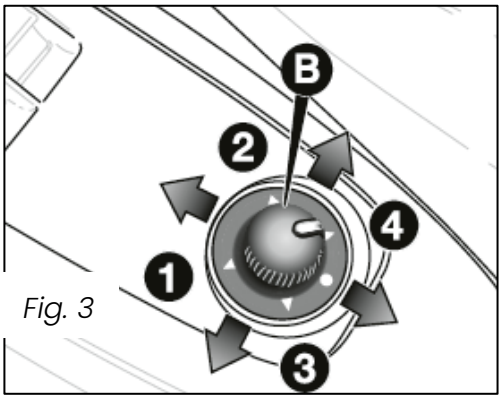

Fig. 3
- Use knob (B) (see fig. 3) to select and adjust:
- Move knob (B) in the direction of the arrows to adjust the selected mirror.